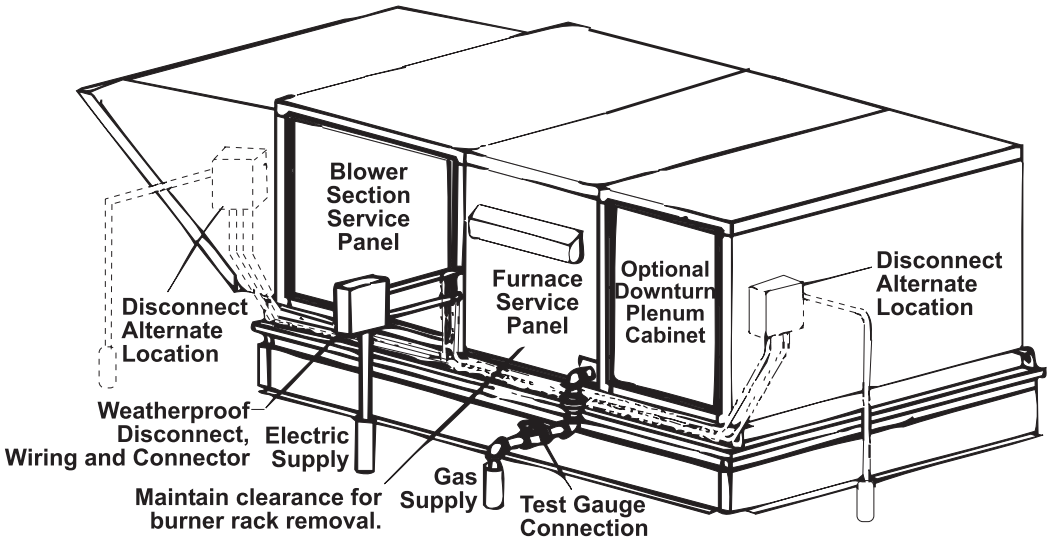

Figure 11. Disconnect Switch Locations
- **Disconnect switch:** A disconnect switch is a required part of this installation. Switches are available as options or parts or may be supplied locally. When ordered as an optional component, the disconnect switch may be factory installed or shipped separately to be field-installed. The disconnect switch may be fusible or non-fusible. When providing or replacing fuses in a fusible disconnect switch, use dual element time delay fuses and size according to 1.25 × maximum total input amps. When installing, ensure that the conduit and switch housing are clear of furnace panels and inspection plates. Allow at least 4 feet (1.2 meters) of service room between the switch and removable panels (see **Figure 11**). Refer to **Table 8** for field-supplied wiring sizes—from disconnect to electrical box—for connection to the motor contactor or starter.